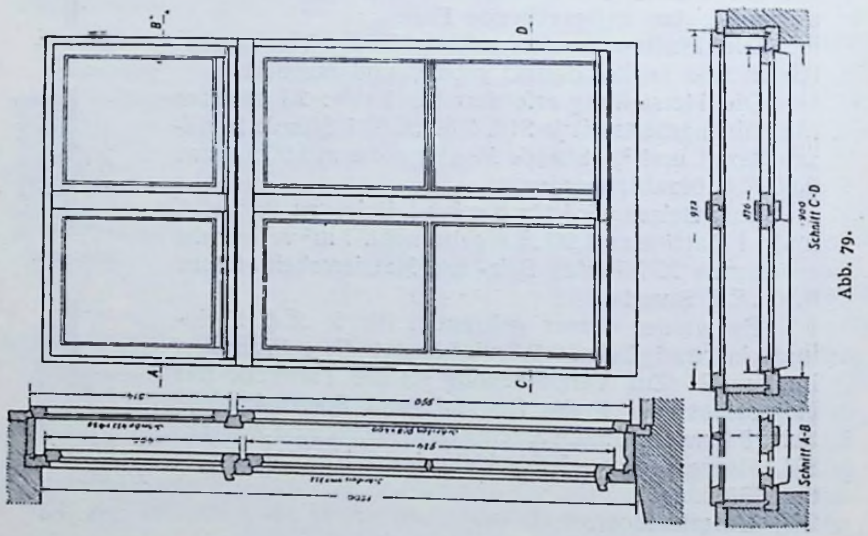

Abb. 79.
9. Es ist nach Anfertigung der Holzliste (15% Verschnitt) der **Verkaufspreis eines dreiflügeligen Kastenfensters** mit Einlegestab nach Abb. 79 (Seite 62) u. 80 (Seite 63) zu berechnen! (Maße der Zeichnungen mm.)